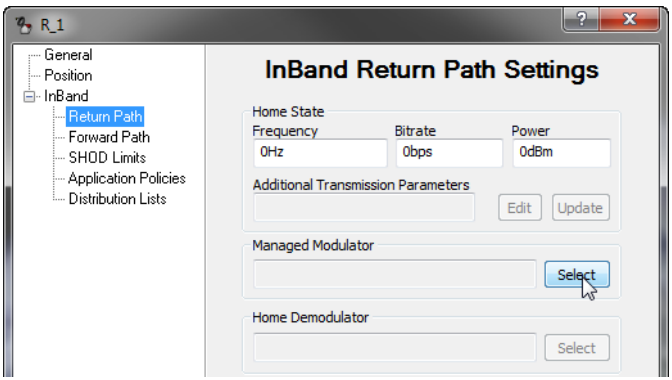

Figure 3-63 InBand Return Path Settings dialog
5. If *return path switching* has been enabled, select the **Return Path** (Tx settings) dialog (figure 3-63) for configuration of the transmit Home State.